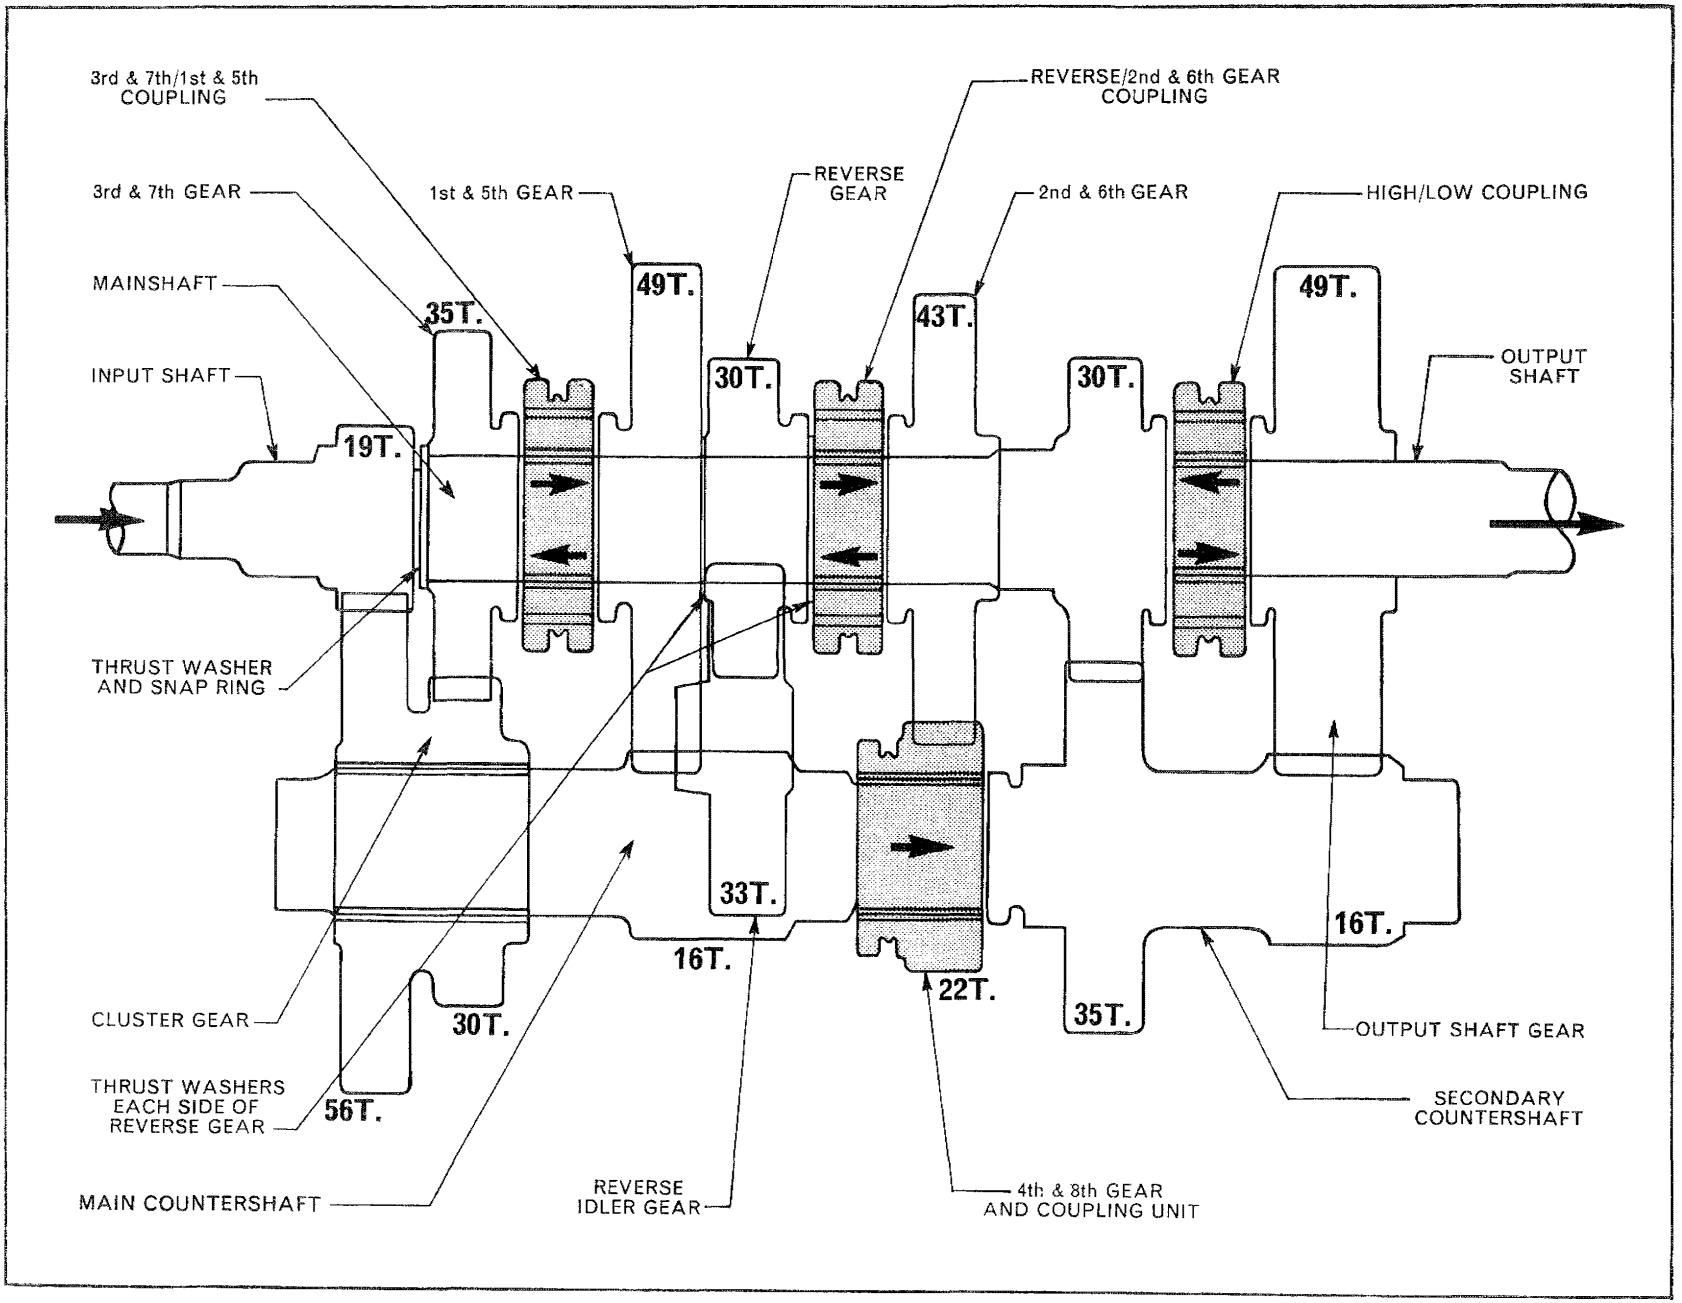

Figure 49
1. Pass the mainshaft and rear bearing assembly through the rear compartment assembling the gears to the shaft in the following sequence, Figures 49 and 50.